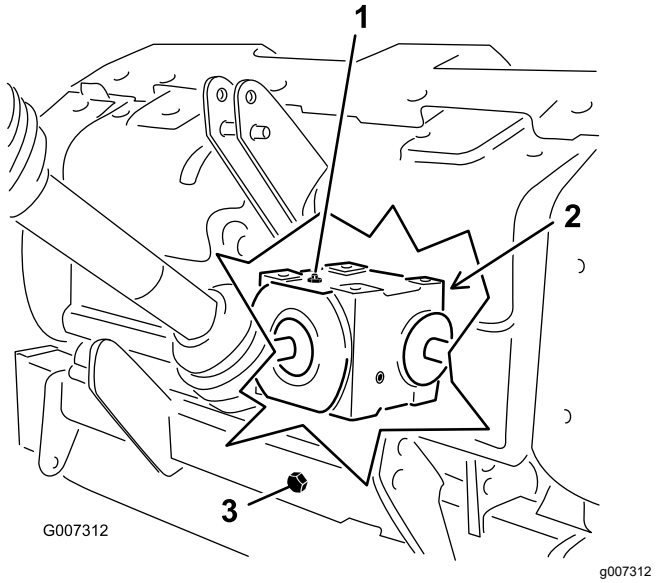

Figura 30
2. Retire el tapón de verificación de la caja de engranajes (Figura 30).
3. Asegúrese de que el aceite llega hasta la parte inferior del orificio del tapón de verificación de la caja de engranajes (Figura 30).
1. Limpie cualquier suciedad del tapón de llenado y del tapón de vaciado para evitar cualquier contaminación (Figura 30).